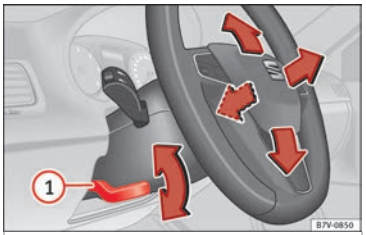

Fig. 24 Mechanical steering wheel adjustment
- Push the lever ››› **Fig. 24** (1) downwards.